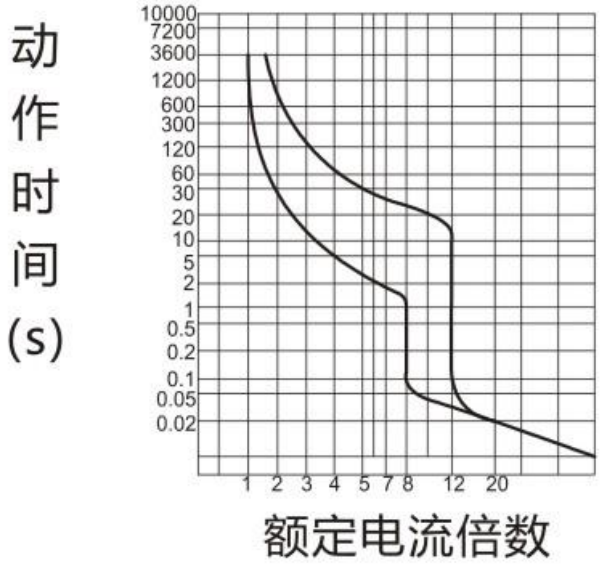
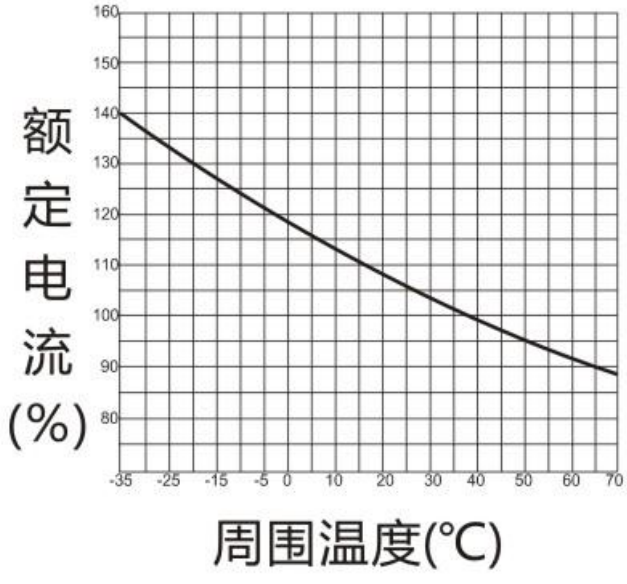

图 1　HYM3-63 动作特性曲线
图 16　HYM3-800 温度补偿曲线
4.3　断路器反时限特性曲线及其温度校正曲线见图 1～图 16